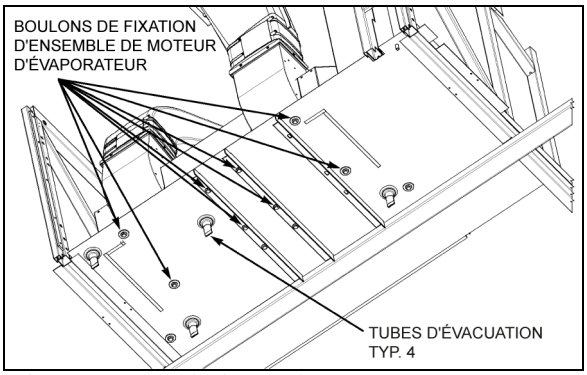

FIGURE 41: **BOULONS DU MOTEUR DE L'ÉVAPORATEUR** 22315
9. Depuis le dessous du véhicule, dévisser les huit boulons qui fixent la base du double ventilateur refoulant. Enlever la totalité du double ventilateur du compartiment de l'évaporateur (Figure 41).